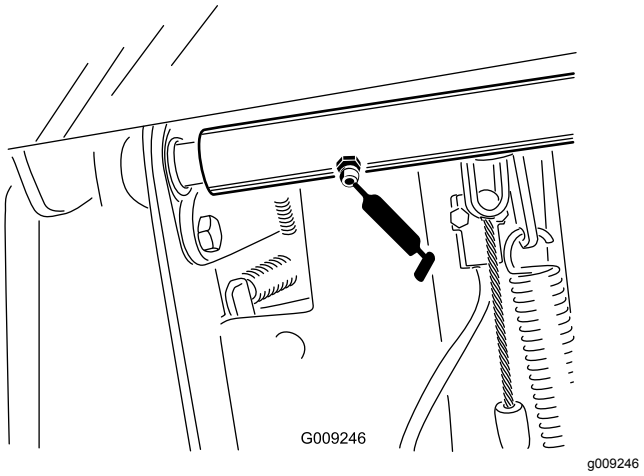

Figur 58
- Tappaksellagre for bremsepedal (2) (Figur 58)